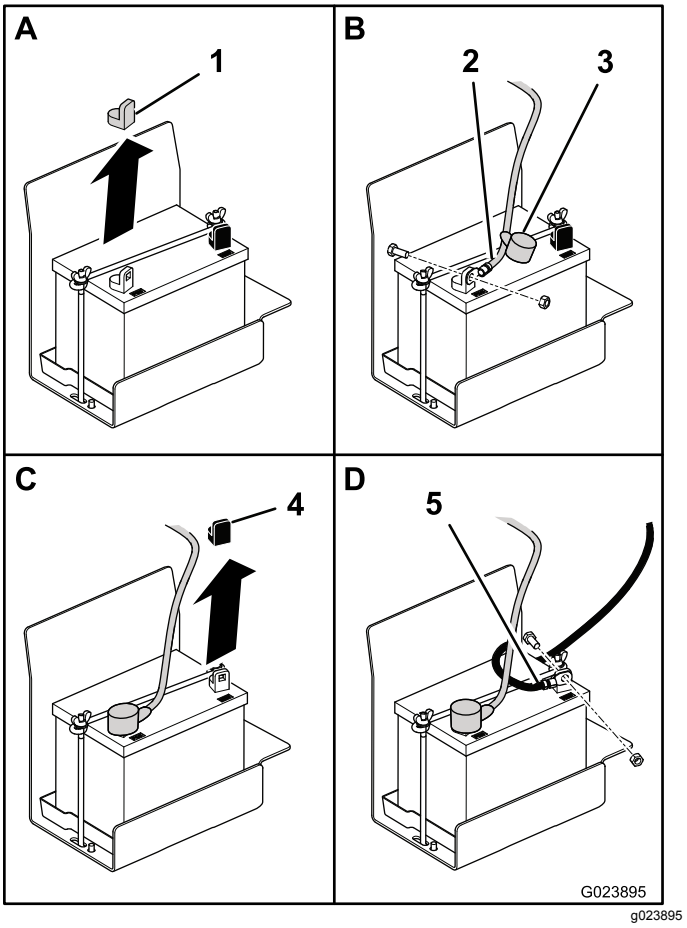

**Figur 5**
2. Fjern det røde plastdekslet fra den positive batteripolen (Figur 5).